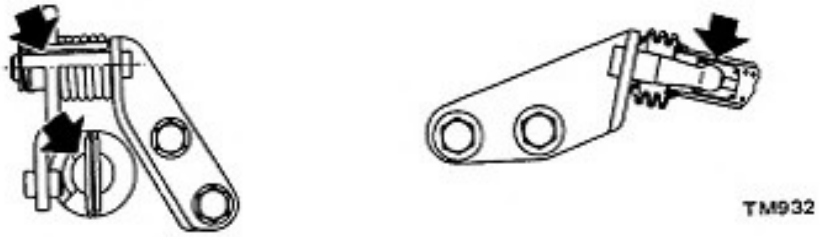

Fig. AT-46 Point de graissage du levier sélecteur et de la jambe de force
3. Graisser la rotule du levier sélecteur et de jambe de force à l'aide de la graisse à usages multiples qui est recommandée sur la Figure AT-46.